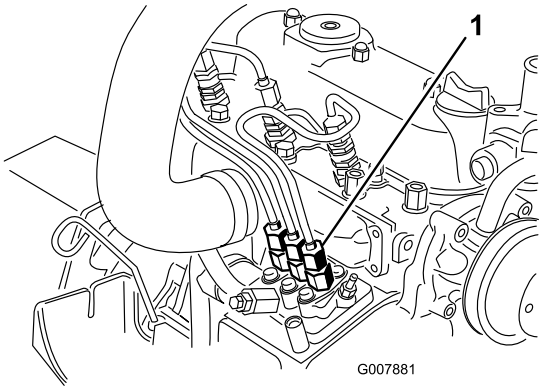

Figur 46
1. Placer en klud under rørforbindelsen, der kommer fra indsprøjtningspumpen til indsprøjtningsdyse nr. 1 som illustreret i Figur 46.